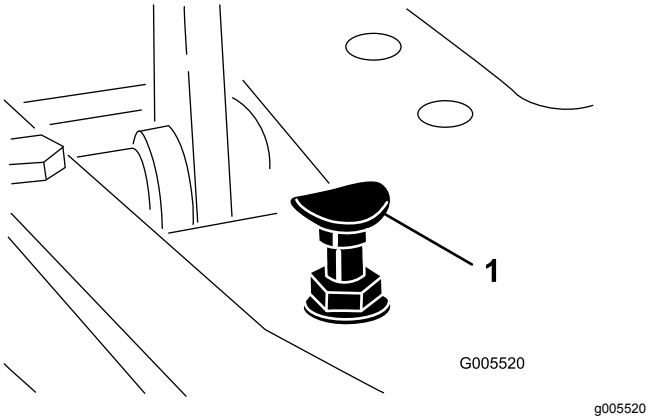

Figuur 44
Om de maximale transportsnelheid te verkrijgen, moet u de schakelhendel in de TRANSPORTSTAND zetten en het tractiepedaal intrappen. Als het pedaal contact maakt met de pedaalaanslag (Figuur 44) voordat u spanning op de kabel voelt, voer dan de volgende afstelprocedure uit:
1. Zet de schakelhendel in de TRANSPORTSTAND en draai de borgmoer los waarmee de pedaalaanslag is bevestigd aan de vloerplaat (Figuur 44).